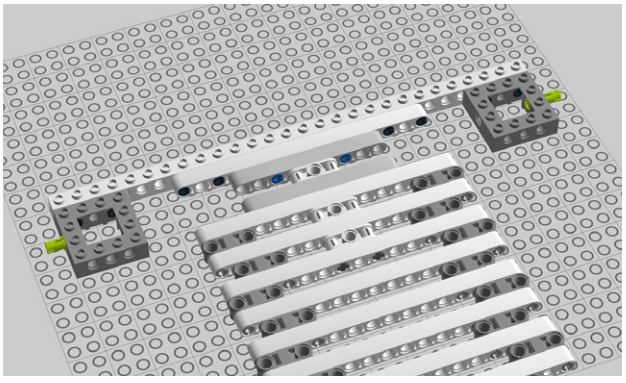

Figure 8-19. *Step 14: Inserting two connector pegs*
14. Insert two connector pegs into the sides of the 4x4 Technic bricks (Figure 8-19).